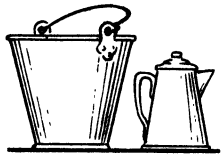

Рис. 165
57. Почему коническое ведро делают бóльшим основанием вверх, конический кофейник или кувшин, наоборот,— вниз (рис. 165)?